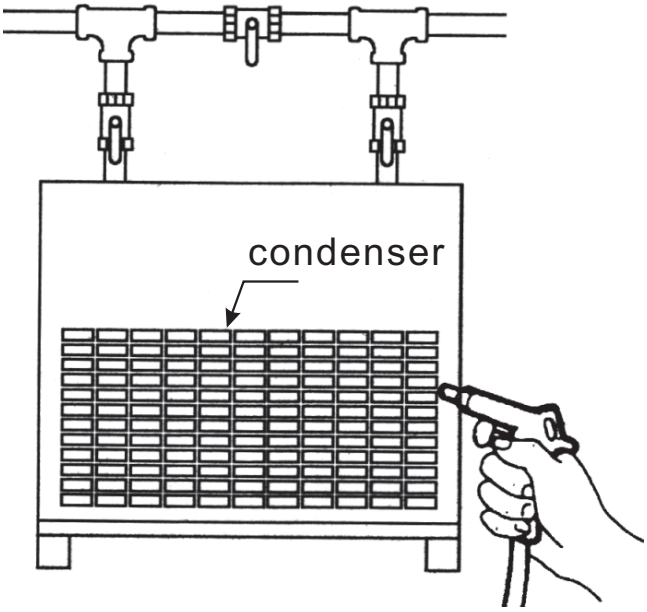

Fig. 2
3. Use an air spray gun and a brush (Fig. 2) to clean the condenser and the fin of the pre-cooler. Pay attention not to deform the fin.